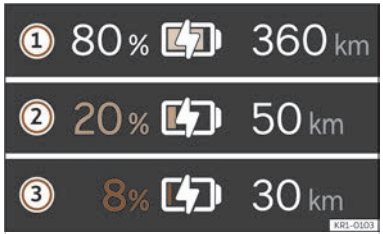

Fig. 2 On the digital instrument cluster: range and reserve indication.
The current state of charge of the high-voltage battery is indicated by the symbol on the digital instrument cluster ››› **Fig. 2** ①. The battery symbol will be more or less full depending on the state of charge of the battery.
The vehicle range is displayed in kilometres (km) or miles (mi) depending on the selected setting ››› **Fig. 2** ②.
Reserve area ››› **Fig. 2**